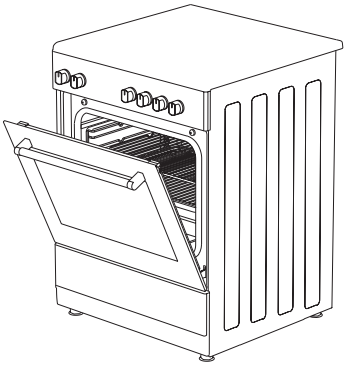

Figura 30
3. Coloque el panel de seguridad debajo del panel de mandos abriendo la tapa frontal del horno de cristal. (figura 30)